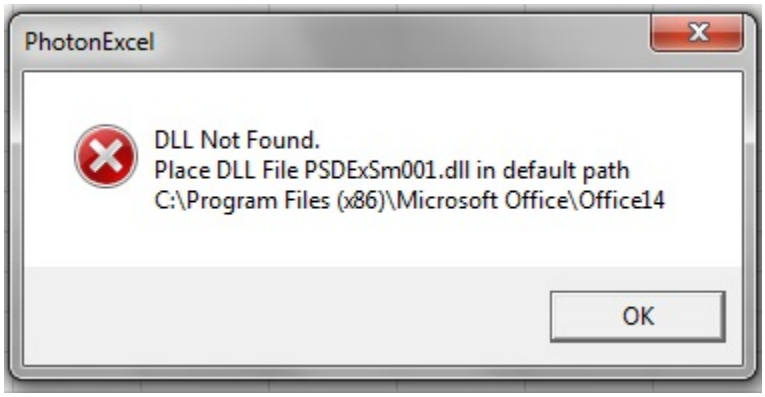

Figure 25 DLL Not Found Warning
5. The next step is to install the DLL. The DLL not found warning box also gives a location where the program is looking for the file. In figure 25 the location is C:\Program Files (x86)\Mircosoft Office\Office14\. Place the DLL file into the location advised by the warning message.